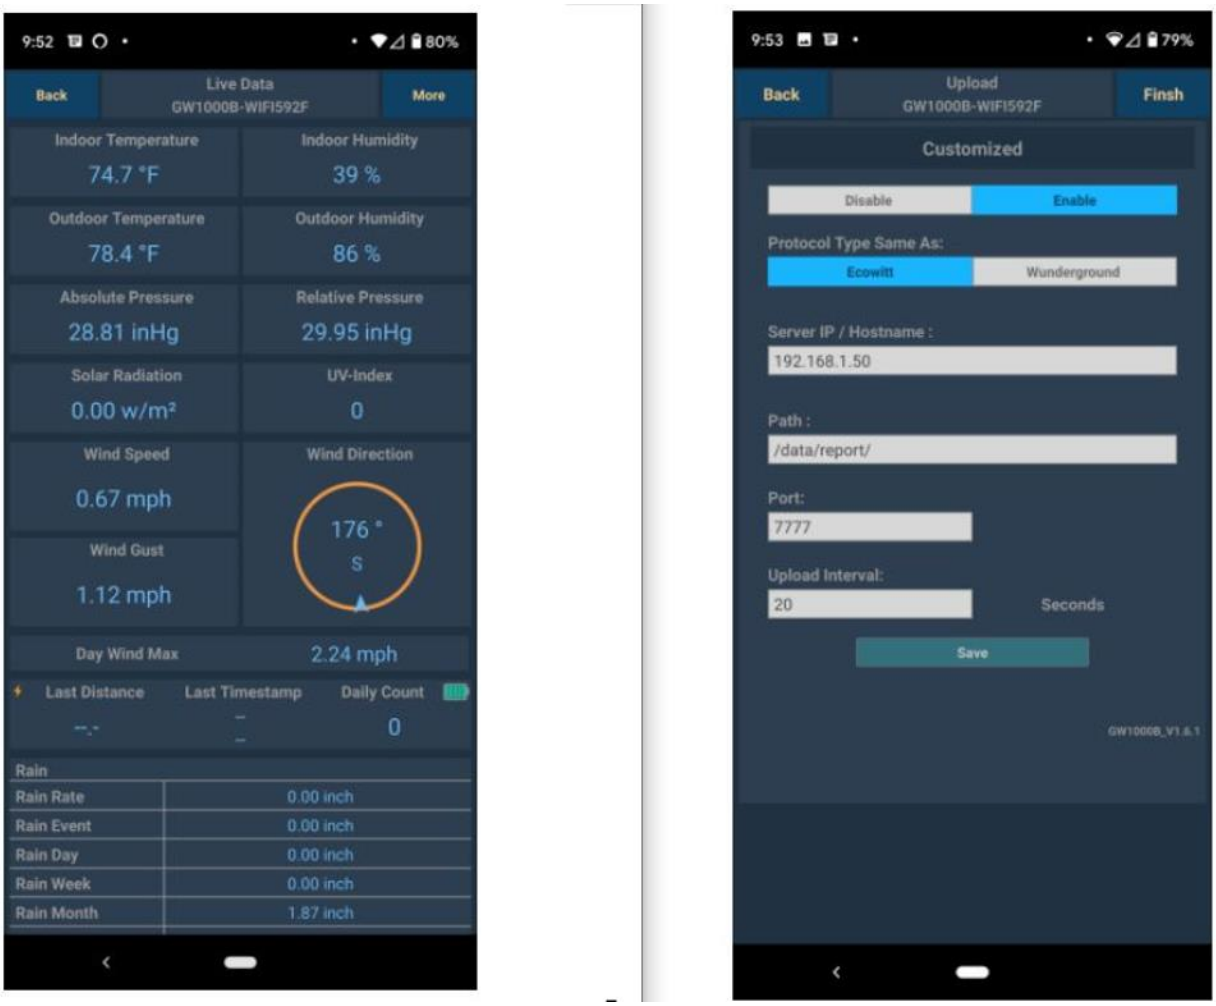

Figure 101 WS View Setup for GS1000
2. Device List. Publish to Weather Service. In this case it will be the "Customized" service that is being provided by mcsMQTT. See Figure 101 for context. Start on the Live Data view. Weather Services. Clike "Next" or "More" in upper right until the "Customized" option becomes available. About four clicks. The two fields that need to be edited are the Server IP and Port. These should match the NIC address and port that have been (or will be) setup on the mcsMQTT Local Page, GW1000 Tab. It cannot be 127.0.0.1, but needs to be the actual V4 IP address being used by HS. As an option, the update interval can be changed from the default. The Save button and the Finish button are then used to program the GW1000 to send data updates.